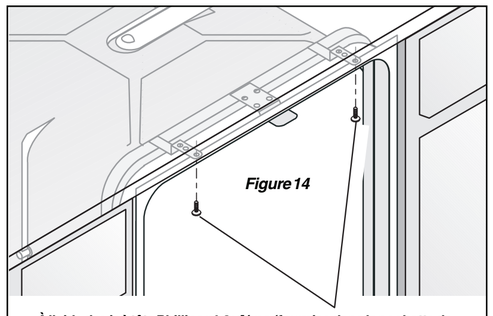

Figure 14
1. Réglez les dispositifs de mise à niveau **(voir étape 5)** pour que les supports de montage touchent le dessous du comptoir. **IMPORTANT: Le lave-vaisselle doit reposer sur le sol et ne pas être suspendu au comptoir. Voir figure 14.**